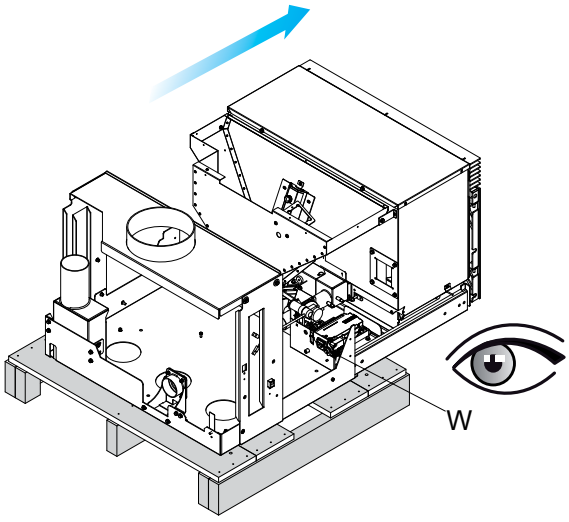

Abb. 6.1.4
Diese Aktion löst den Sicherheitsmikroschalter (W) aus, der die Stromversorgung abschaltet. (Abb. 6.1.4) Das Versorgungskabel darf nicht an das Stromnetz angeschlossen sein.